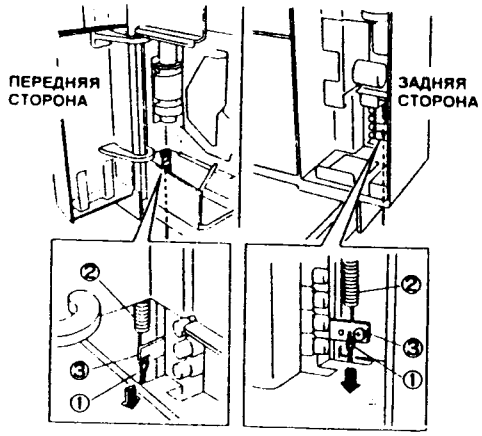

Рис. 2 NZM-0247
6. (Рис. 2 и 3): Снимите две натяжные пружины (подвески ячеек).